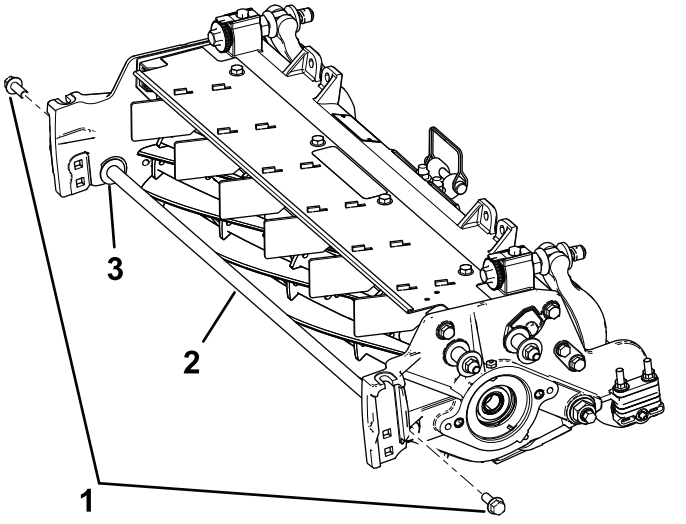

Figure 5
9. Remove the 2 flange-head bolts and washers securing the support rod, and remove the support rod (Figure 5).